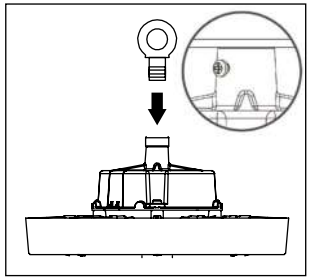

Рис. 1
5.5.2 Вставьте рым-болт из комплекта поставки осветительного прибора в специальное отверстие с резьбой в верхней части корпуса и надежно затяните, затем надежно затяните установочный винт, чтобы предотвратить ослабление крепления рым-болта (рис. 1).